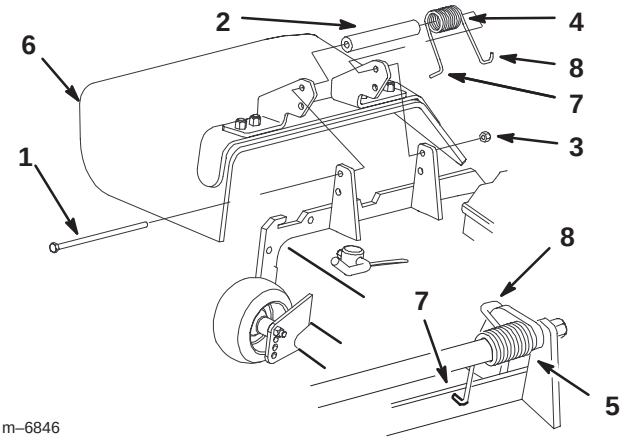

Figure 78
1. Remove the locknut, bolt, spring and spacer holding the deflector to the pivot brackets (Fig. 78). Remove damaged or worn grass deflector.
Note: Make sure the **L** end of spring is installed behind deck edge before installing the bolt as shown in figure 78.
3. Install bolt and nut. Place **J** hook end of spring around grass deflector (Fig. 78).